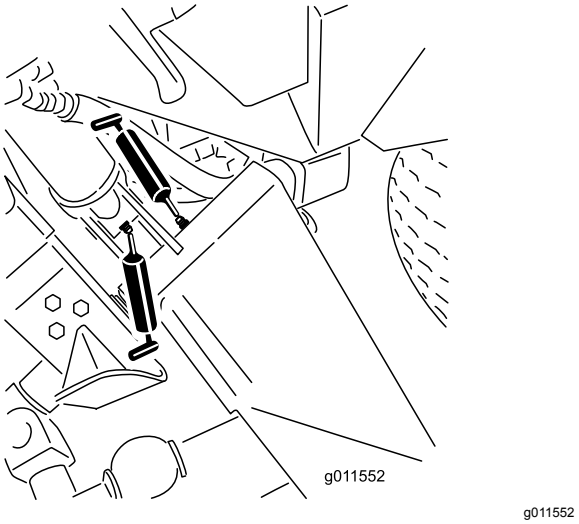

Figuur 66
- Lagerbussen van hoofdhefarm (6) (Figuur 66 en Figuur 67)